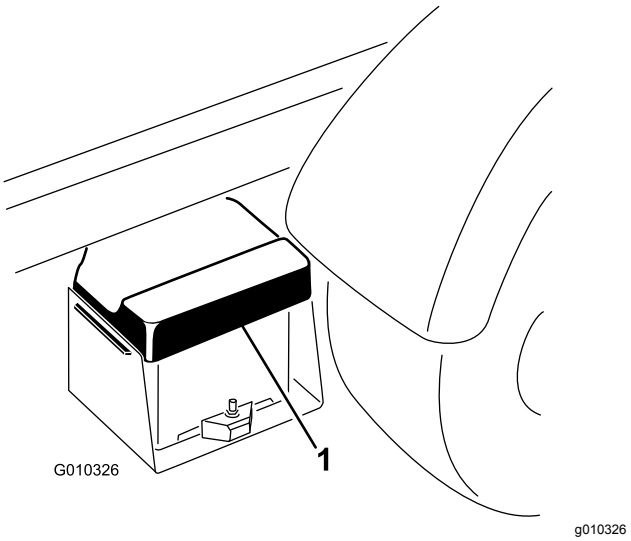

Figur 51
1. Klem batteridekselet for å løsne tappene fra batteribasen, og fjern batteridekselet fra batteribasen (Figur 51).